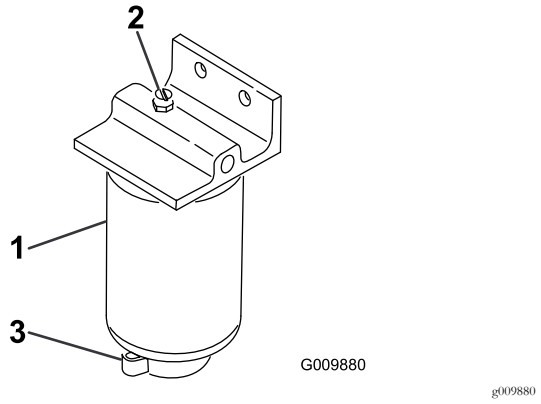

Figur 66
2. Løsne tappeventilen på bunnen av filterboksen (Figur 66).
1. Rengjør området der filterboksen skal festes (Figur 66).